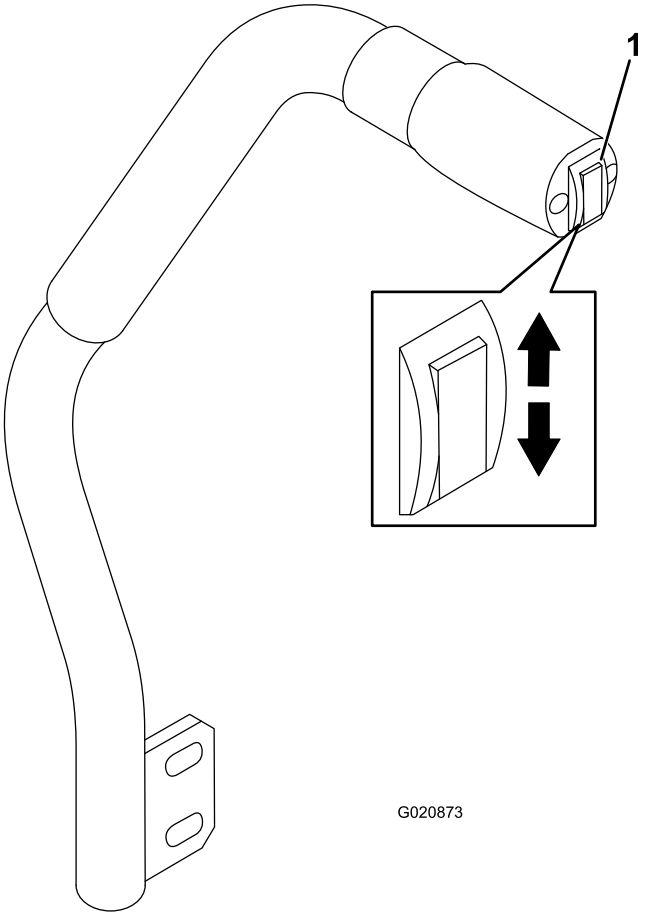

**Figur 18**
Med brytaren för däcklyft höjer och sänker du klippdäcket (Figur 18). Motorn måste vara igång för att du ska kunna använda denna spak.
- Sänk gräsklippardäcket genom att föra däcklyftsbrytaren framåt (Figur 18).
- Höj gräsklippardäcket genom att trycka däcklyftsbrytaren uppåt (Figur 18).
1. För tillbaka brytaren för däcklyft medan motorn är igång tills klippdäcket är helt upphöjt och **släpp omedelbart brytaren** (Figur 18).